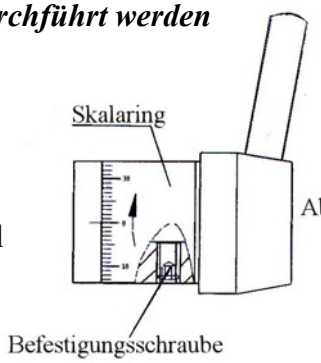

Abb. 8
1) Drehen Sie den Skalenring am Hebel, bis „0“ mit der Linie übereinstimmt (Abb. 8).